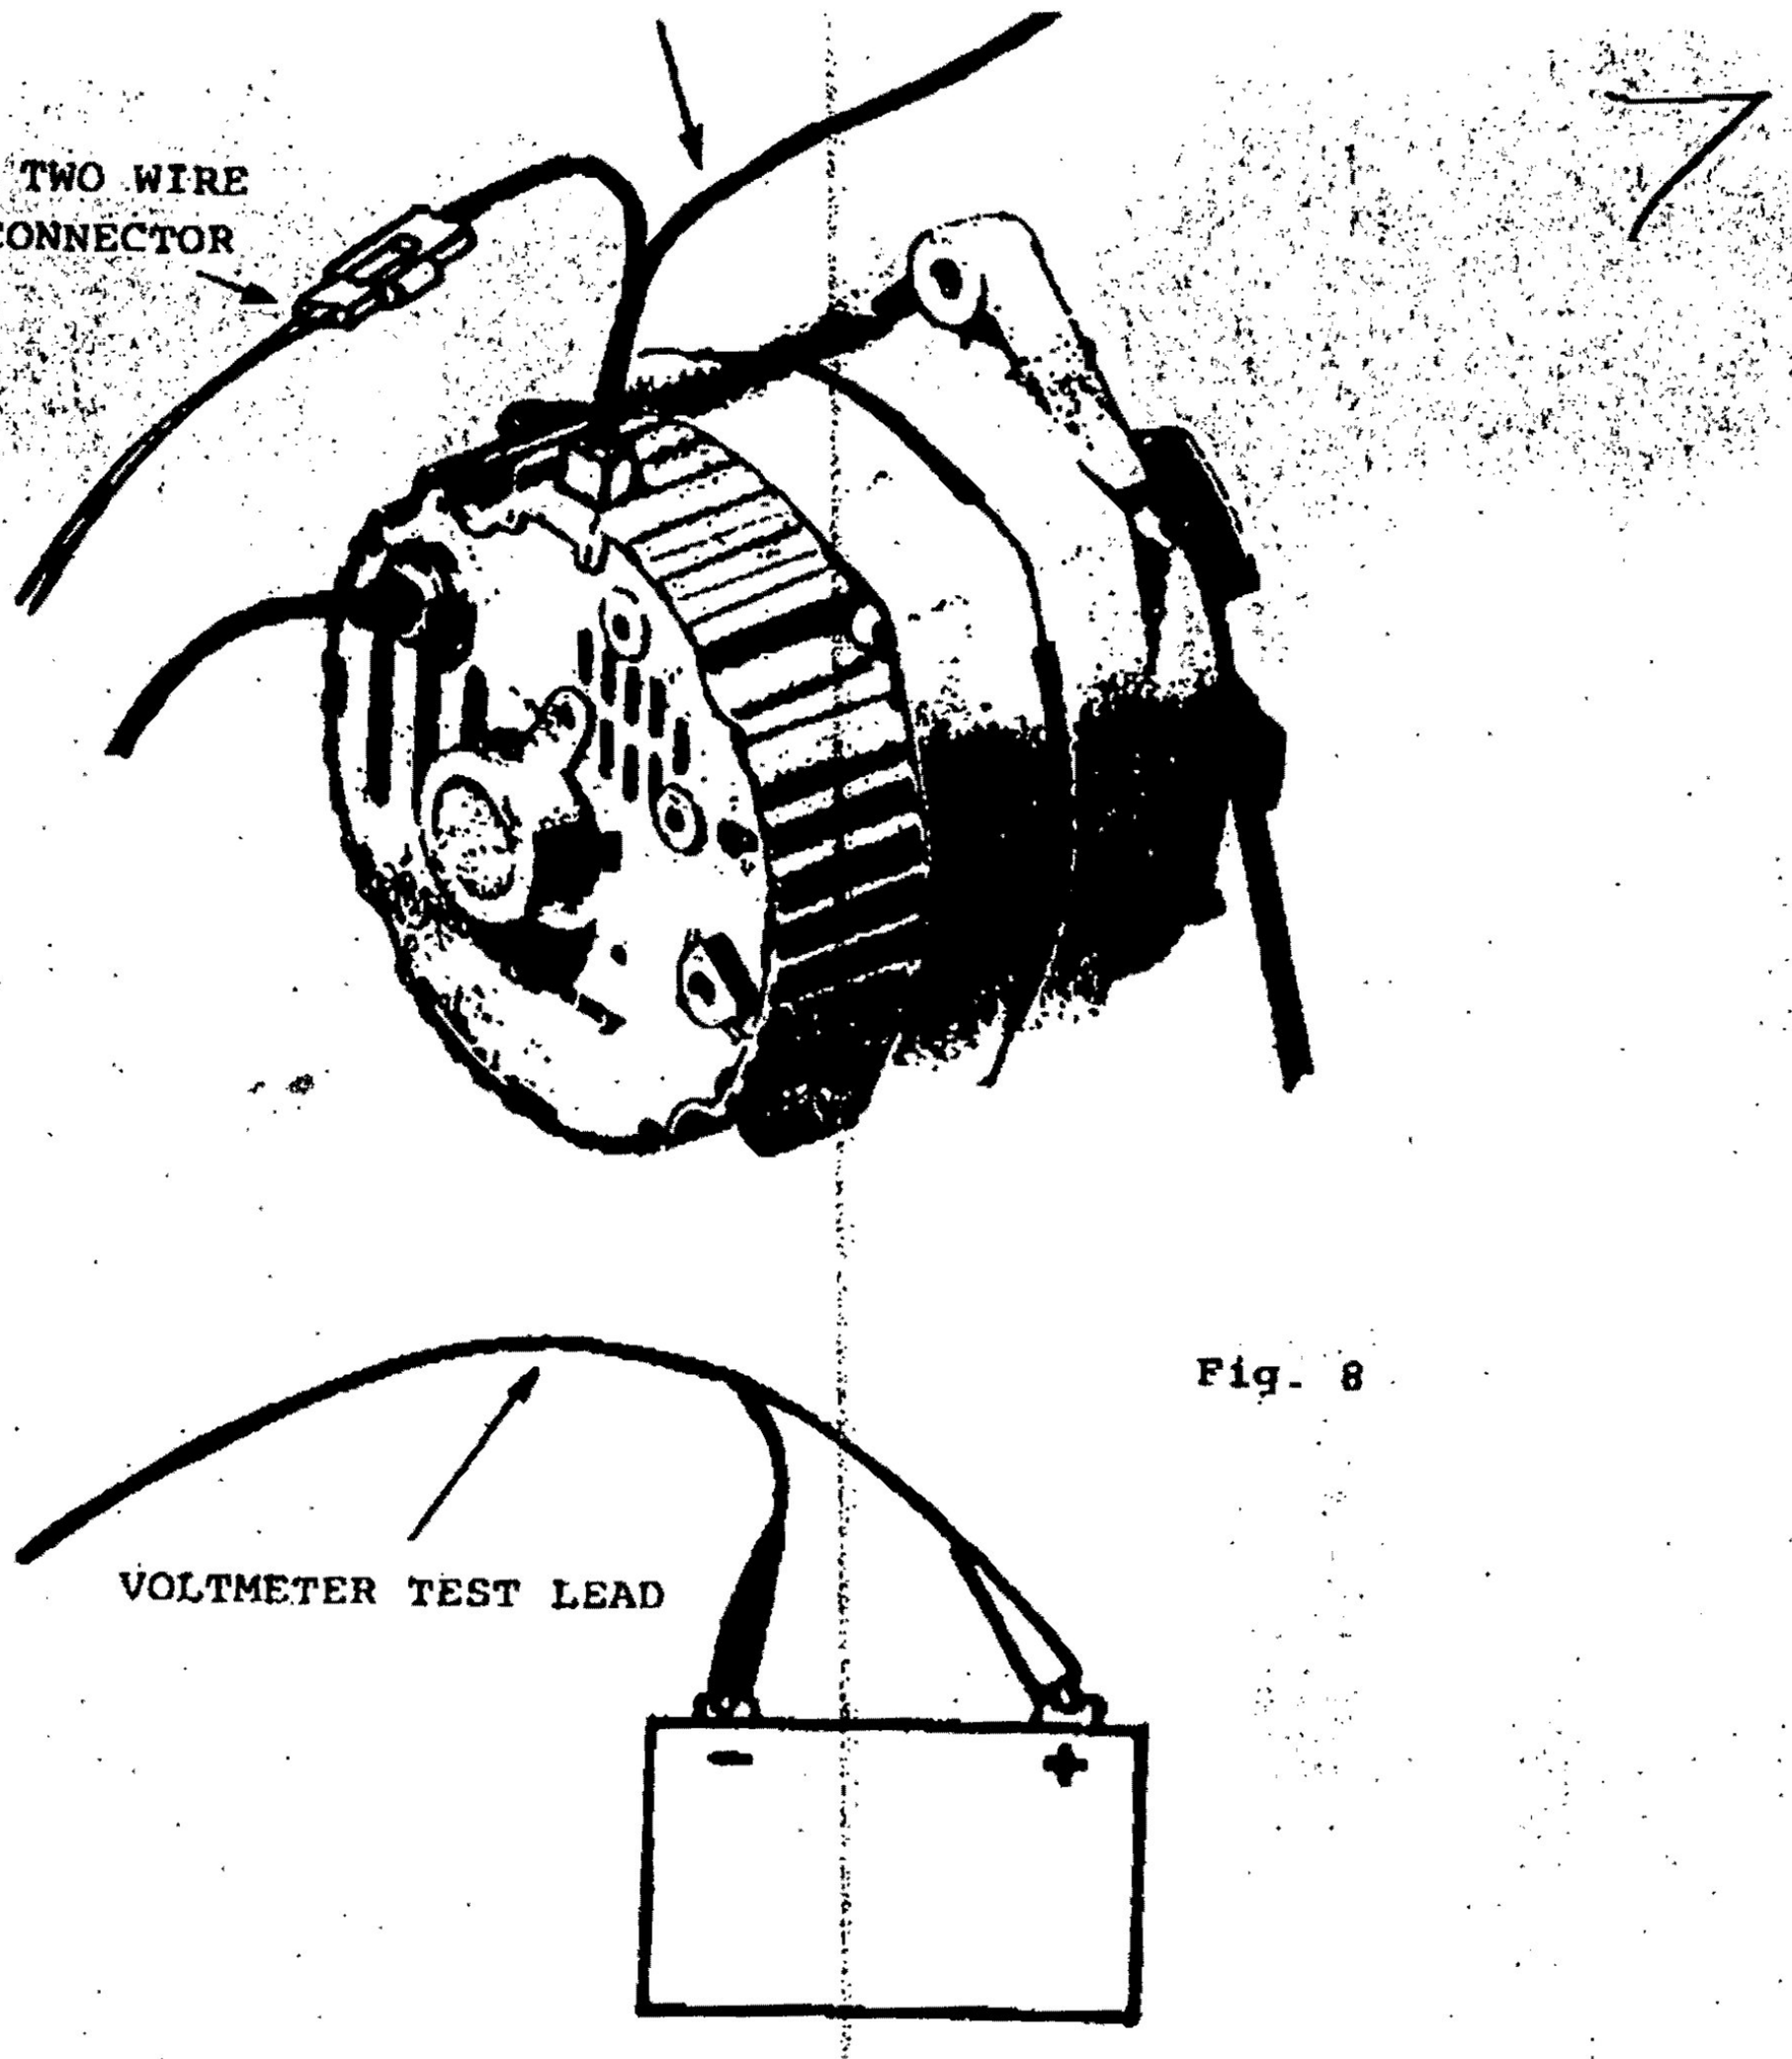

Fig. 8
2. Disconnect the two wire connector from the Alternator and insert the female "Trio" test plug into the alternator. Plug the connector removed from the alternator, into the other end of the "Trio" Test Lead, (see Fig. 8).